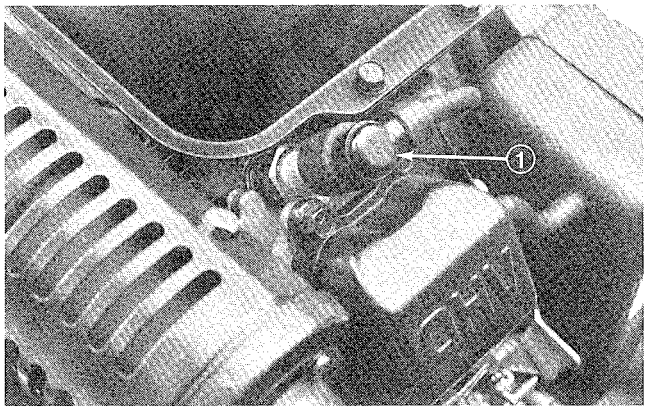

Figure 27
2. Clean around spark plug and remove plug from cylinder head (Fig. 27)